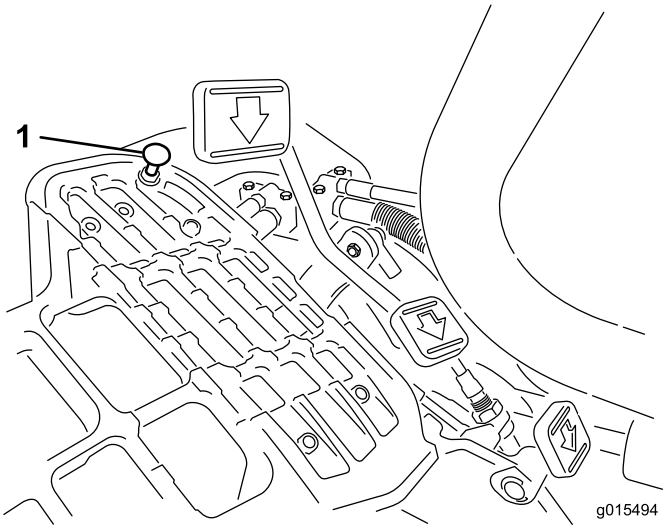

Figur 50
For at opnå maksimal transporthastighed skal du sætte funktionsbevægelseshåndtaget i transportposition og trykke ned på traktionspedalen. Hvis pedalen når stoppet (Figur 50), før stramning mærkes på kablet, er det nødvendigt med justering:
1. Sæt funktionsbevægelseshåndtaget i transportpositionen, og løsn den låsemøtrik, der holder pedalstoppet på gulvpladen (Figur 50).